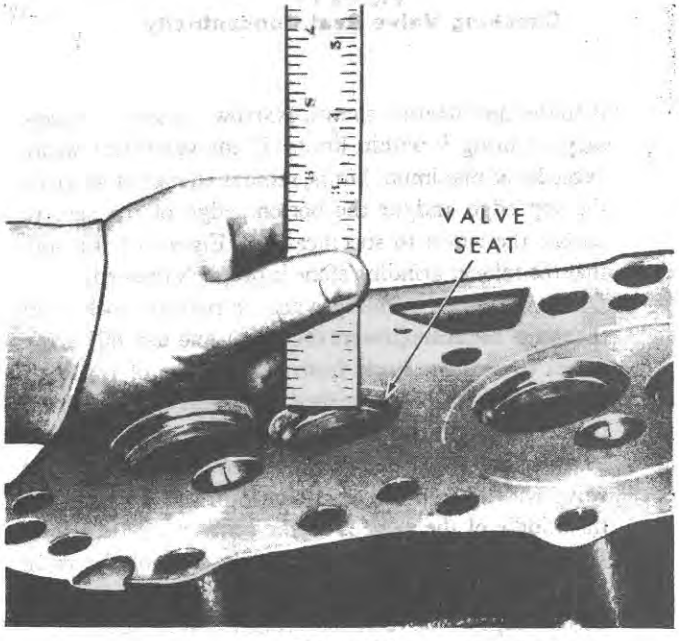
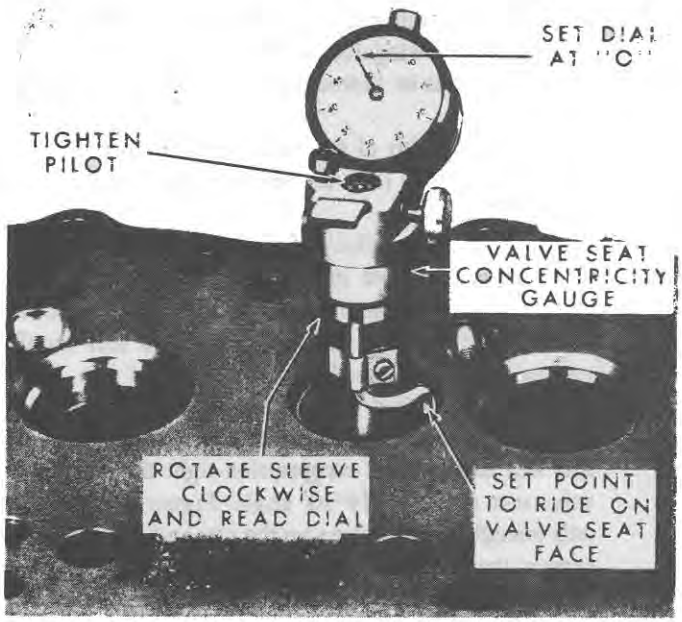
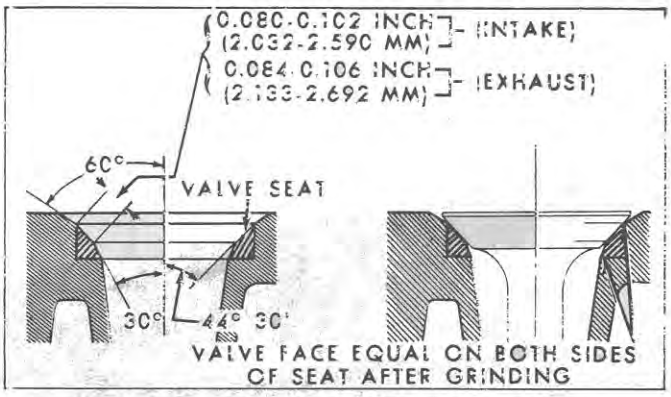

Figure 14
Figure 15
Figure 16
6. Measure the width of the valve seats, Figure 14, and reface the seats if they do not meet the specifications shown in Figure 16.
7. Measure the concentricity of the valve seat with a suitable gauge, as shown in Figure 15, or with Prussian Blue. If the valve seat runout exceeds 0·002 in. (0·0508 mm.) reface the seat. Refacing the valve seat should always be co-ordinated with refacing of the valve face so the finished seat will match the valve face and be centred. This is important so that the valve and seat will have a good compression-tight fit. Grind the valve seat to a true 44°30′ angle, Figure 16. Remove only enough stock to clean up the pits and grooves or to correct the valve seat runout. After the seat has been refaced, measure the seat width, Figure 14, to be sure it
is to the specification shown. Narrow the seat, if necessary, to bring it within limits. If the valve seat width exceeds the maximum limits, remove enough stock from the top edge and/or the bottom edge of the seat to reduce the width to specifications, Figure 16. Be sure that the refacer grinding stone is properly dressed.